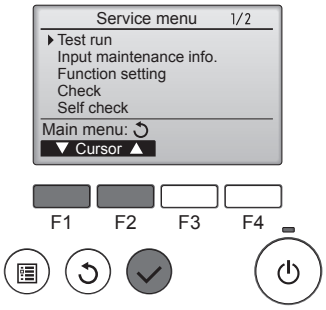

Fig. 8-1
① Select "Test run" from the Service menu, and press the [SELECT] button. (Fig. 8-1)